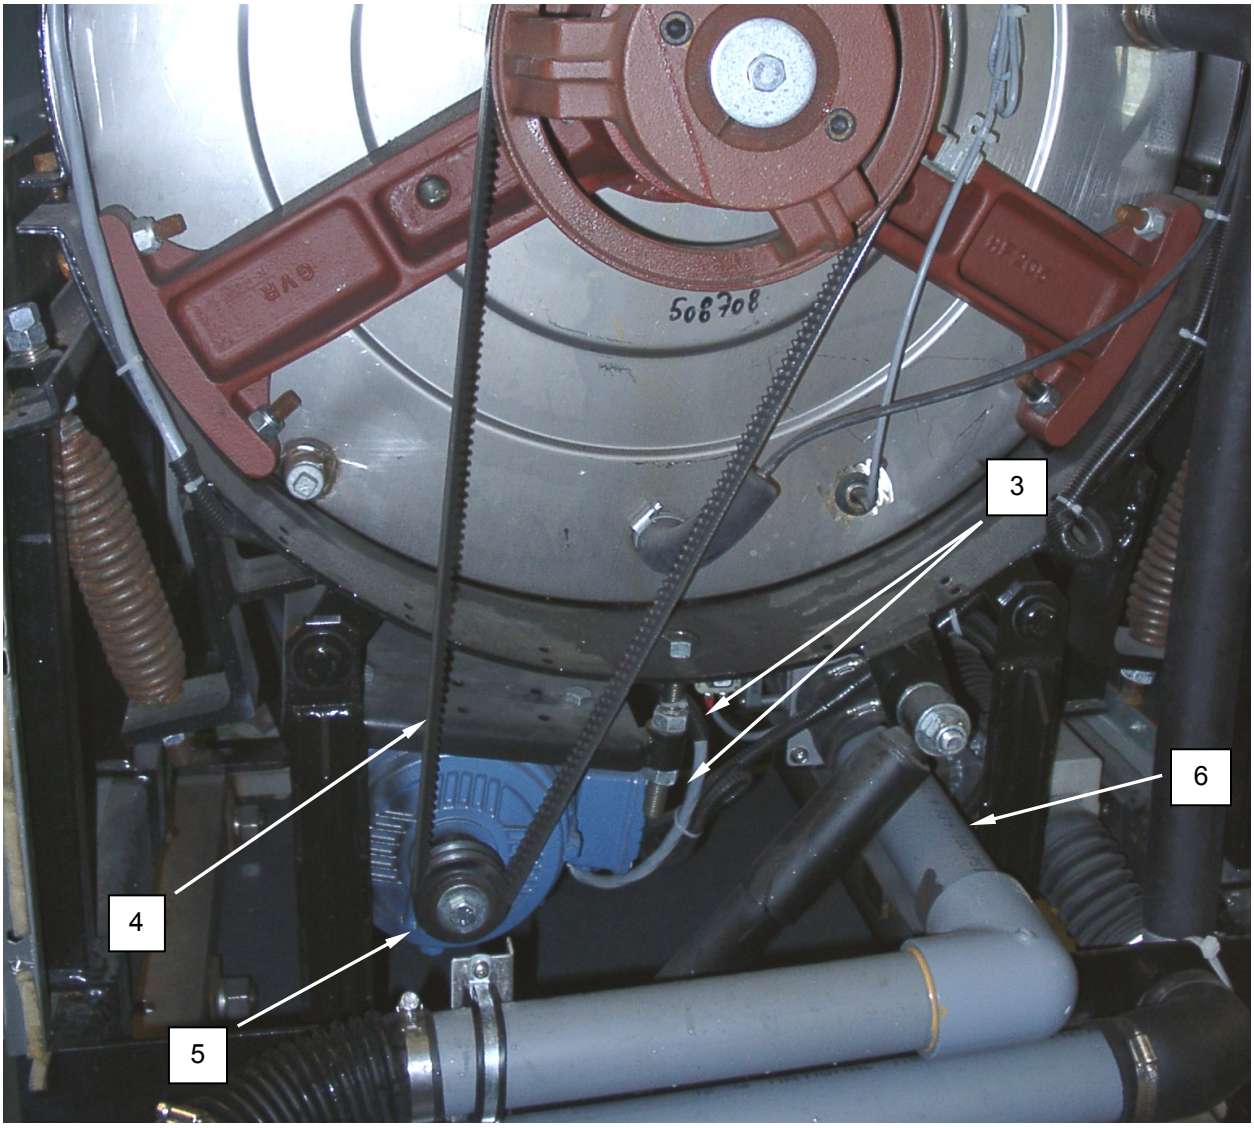

Figure 7. Replace the Washer Motor.
19. Install belt **(Figure 7, Item 4)** onto pulley **(Figure 7, Item 5)**.
20. Install reuse drain line **(Figure 7, Item 6)** onto reuse drain valve. Ensure connecting hose is tightly clamped.
21. Adjust and tighten locknuts **(Figure 7, Item 3)** on adjustment bolt as necessary to ensure belt deflection is approximately 1/2 inch.